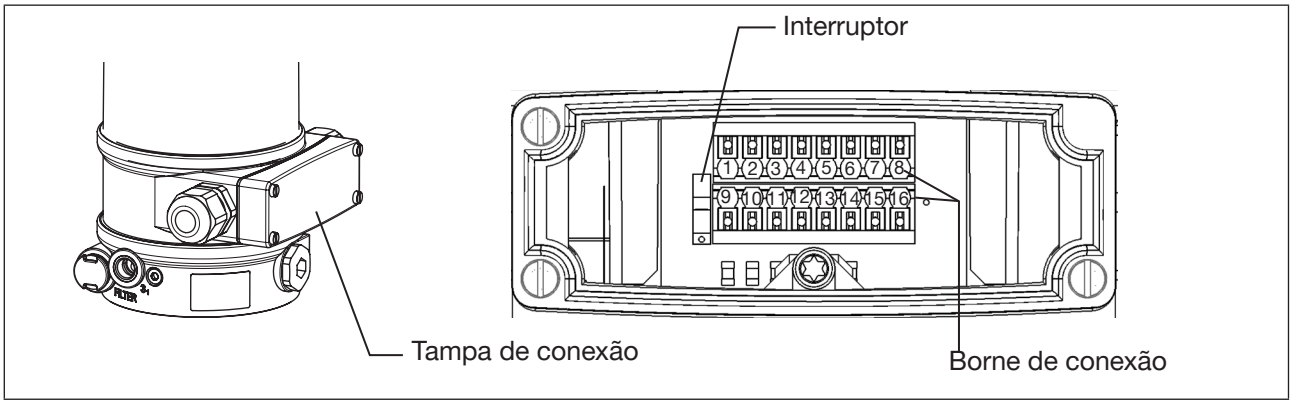

Figura 30: Conexão da caixa de empanque
*** O interruptor encontra-se debaixo da tampa de conexão (veja "Figura 30: Conexão da caixa de empanque").*